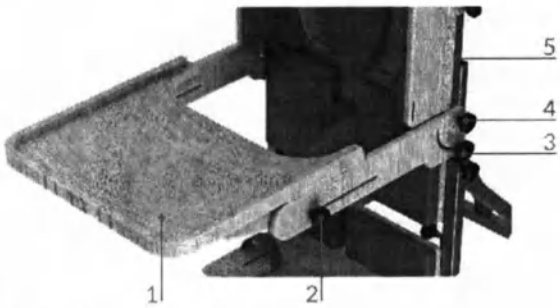

Рис. 6 – Регулировка столика
Столики (рис. 6)
1. Демонтируйте с опоры задний и передний столики руководствуясь описанием выше и рис. 6. Если ложе опоры необходимо перевести в промежуточное (не горизонтальное) положение, то допускается оставить требуемый столик на опоре.
2. Придерживая ложе опоры ослабьте барашки (1) с левой и с правой сторон опоры.
3. Ослабьте барашек (2) на направляющей и переведите ложе в горизонтальное (или промежуточное) положение. Зафиксируйте барашек (2), а затем барашки (1) с левой и с правой сторон опоры.
4. При наличии блокируемой газовой пружины вместо шага 3 выполните следующие действия: нажмите педаль сзади опоры и одновременно установите ложе в горизонтальное (или промежуточное) положение, а затем – зафиксируйте результат, отпустив педаль. После этого зафиксируйте барашки (1) с левой и с правой сторон опоры.